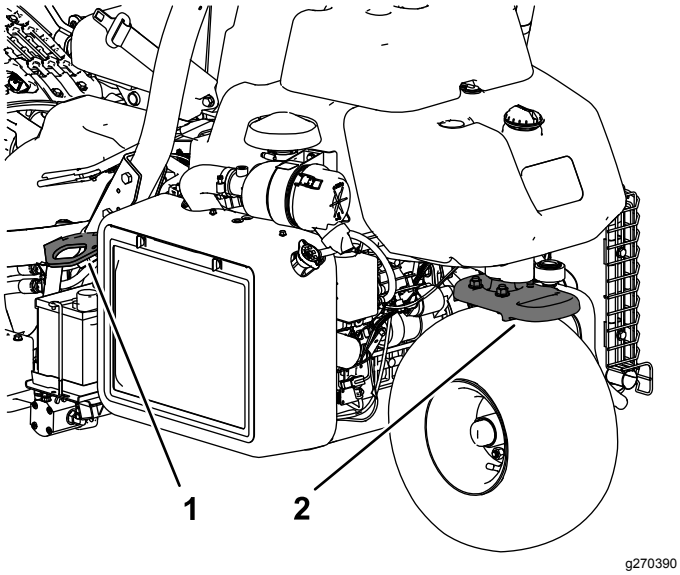

Figur 24
- Bind fast maskinen så att den sitter säkert med spännband, kedjor, vajrar eller rep. Både den främre och den bakre spännremmen ska riktas nedåt och ut från maskinen (Figur 24).